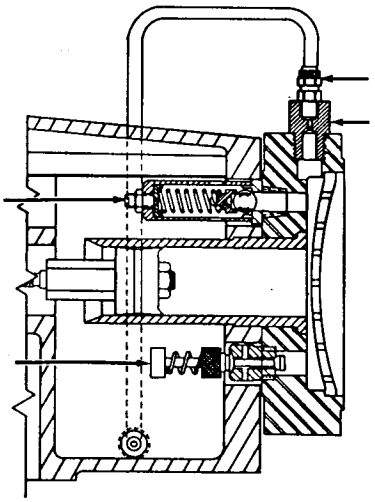

Figure 31
6. Dévisser l'écrou de fixation du purgeur automatique et enlever le tube plastique. Ne pas enlever le raccord du corps de la vanne. Avec une clef, démonter le corps de la vanne de la tête de pompe. L'étape suivante dépend du modèle de la pompe (voir figure 31).
11. A la main, reculer le piston. A ce moment là, la membrane primaire ne peut pas reculer car la chambre intermédiaire est étanche et l'Hydratube est détendu au maximum, l'huile passe du réservoir au système hydraulique par la vanne de compensation (figure 31).